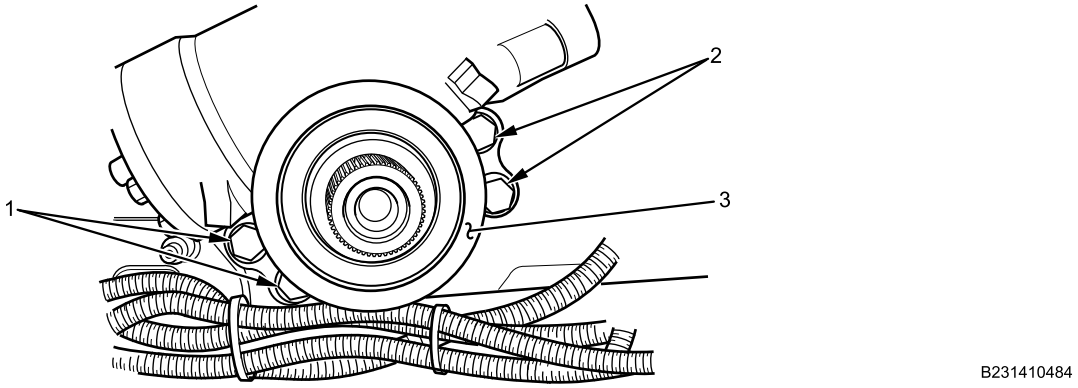

Figure 2. Steering Gear Mounting Bolts.
6. Support steering gear (Figure 2, Item 3) with transmission jack.
7. Remove four steering gear mounting bolts (Figure 2, Item 1 and 2), washers, and nuts, then remove steering gear (Figure 2, Item 3).